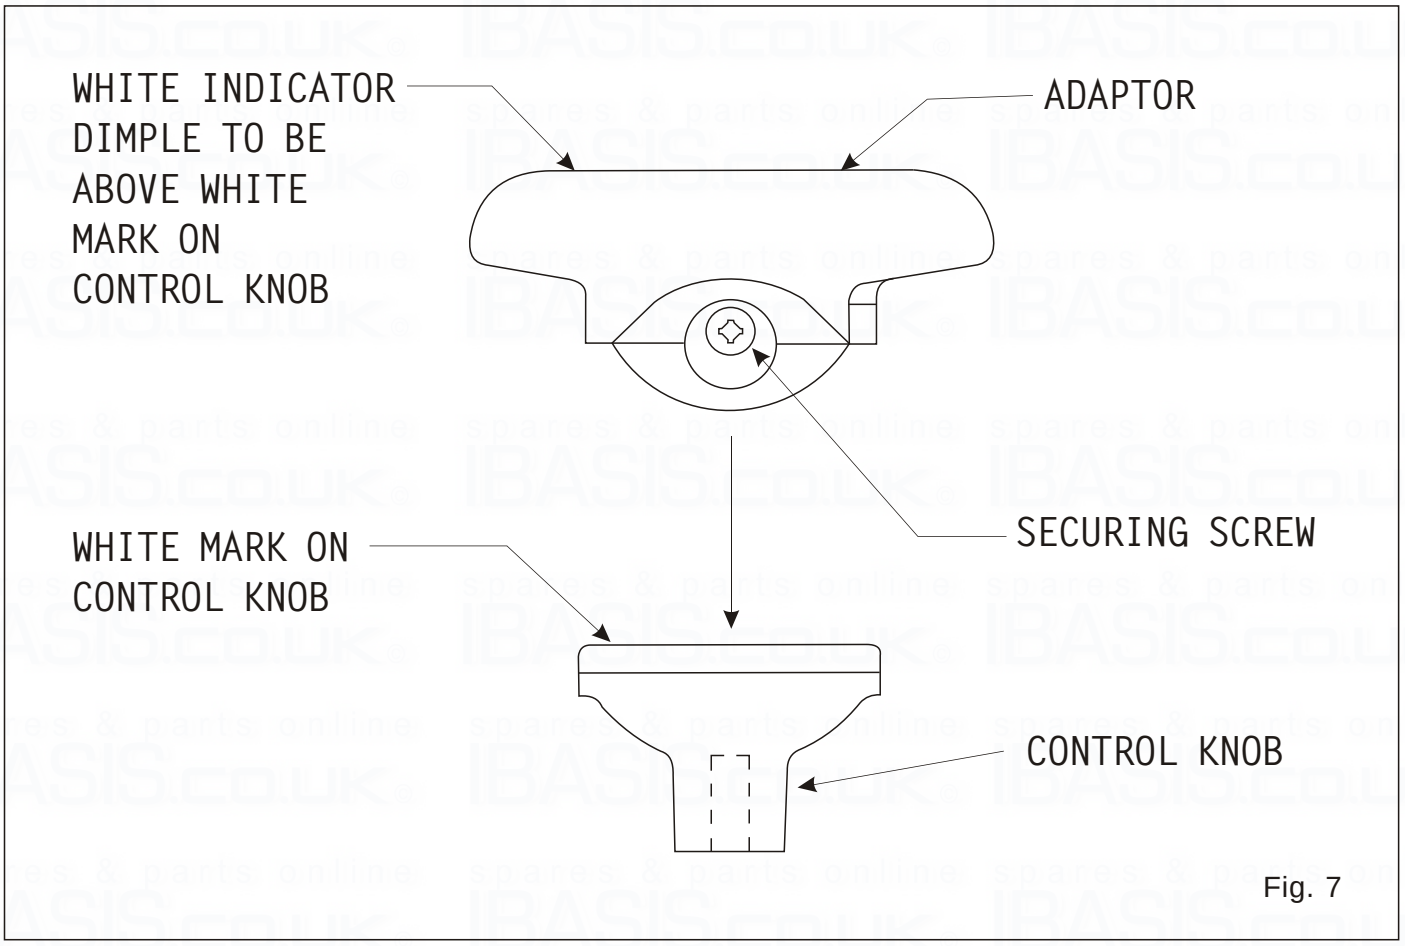

Fig. 7
7. The control knob adaptor may be fitted to assist with the operation of the fire (See Fig. 7). Leave with the User if not fitted.